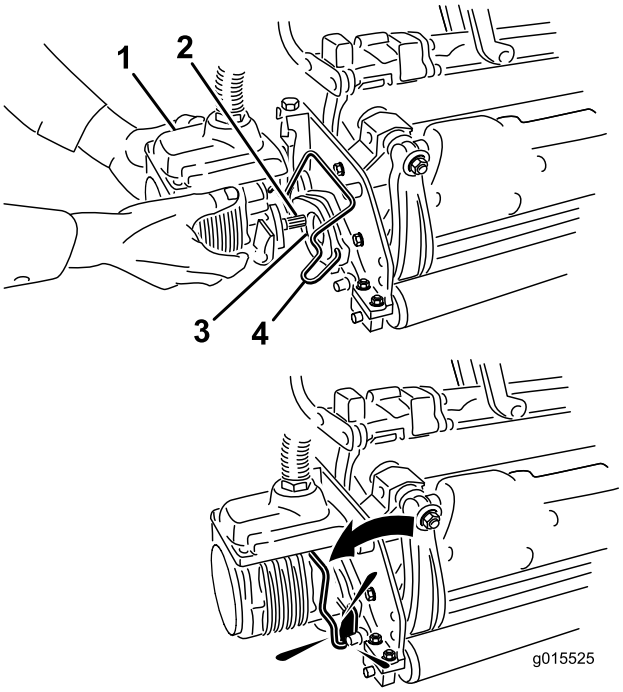

Figur 34
6. Stryk på rent fett på klippenhetsmotorns räfflade axel (Figur 34).
7. För in motorn på vänster sida av klippenheten (sett från förarsätet) och dra motorfäststaget på klippenheten mot motorn tills du hör ett klickljud från båda sidorna av motorn (Figur 34).